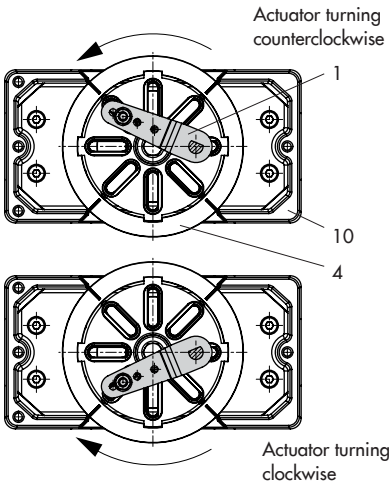

Fig. 5-22: *Direction of rotation*
6. Unscrew the standard follower pin (2) from the positioner's M lever (1). Attach the follower pin (Ø5 mm) included in the mounting kit to pin position 90°.
7. Mount connecting plate (6) for required G ¼ connecting thread or pressure gauge bracket (7) with pressure gauges on the positioner. Make sure that the two seals (6.1) are seated properly. Double-acting springless rotary actuators require the use of a reversing amplifier on the connection side of the positioner housing (see Chapter 5.5.7).
8. Place positioner on housing (10) and screw it tight. Taking the actuator's direction of rotation into account, adjust lever (1) so that it engages in the correct slot with its follower pin (Fig. 5-22).